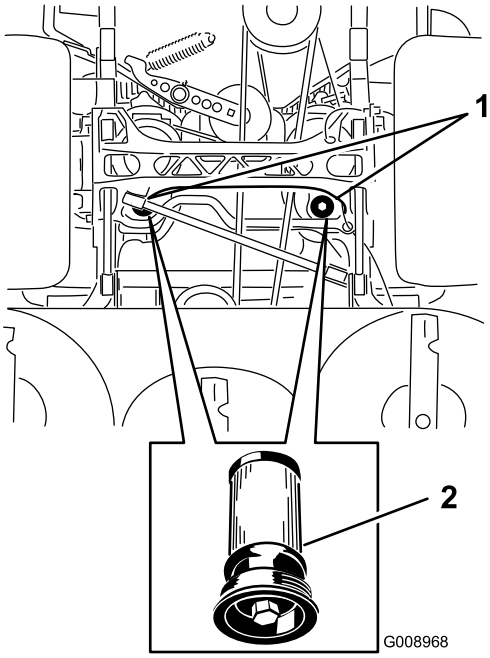

Figura 83
5. Coloque un recipiente debajo del filtro, retire el filtro usado y limpie la superficie (Figura 83).
6. Aplique una capa fina de aceite hidráulico a la junta de goma del filtro nuevo (Figura 83).